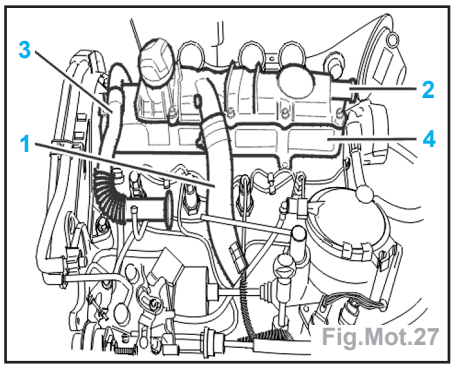

Fig.Mot.27
- Débrancher et écarter la durite (1) (Fig.Mot.27).
- le couvre-culasse supérieur (2),
- le tuyau (3) de vanne EGR,
- le couvre-culasse inférieur (4).